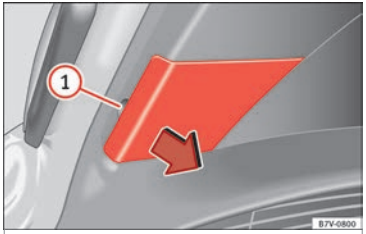

Fig. 112 On the rear lid: Remove the cover.
2. Extract the cover carefully using the flat part of the screwdriver from the vehicle tool kit as a lever (»» Fig. 101) on the indent »» Fig. 112 (1).